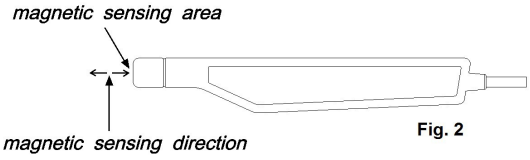

Fig. 2
3. Mettere in contatto e chiudere il materiale di prova nella testa della sonda (vedi Fig. 2, pag. 5). Il display mostra il valore del campo elettro-magnetico insieme all'unità (mG,uT).